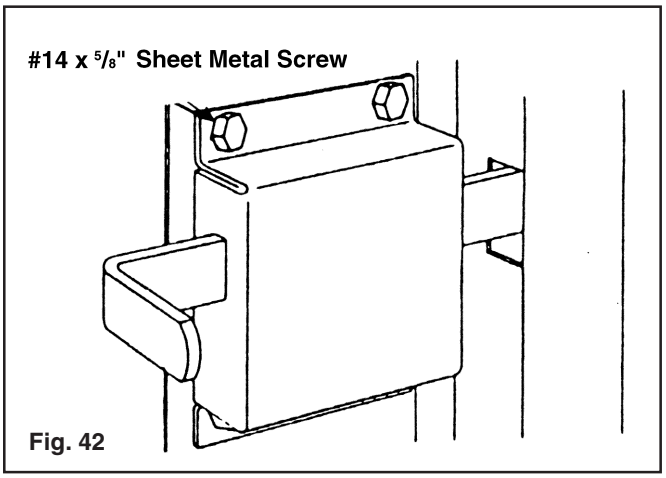

Fig. 42
The inside bolt is installed on the end stile of the second section using (4) #14 x 5/8" hex head sheet metal screws. The slide bolt rests against the top of one of the rectangular engaging slots in the vertical track. Proper alignment is easier to achieve by using track as a guide. (FIG. 42)